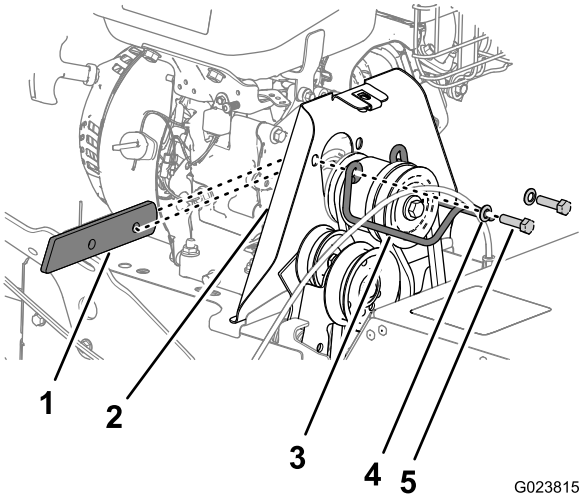

Figura 39
2. Rimuovete i 2 bulloni e le 2 rondelle che fissano il guidacinghia alla macchina e rimuovete il guidacinghia e il distanziale (Figura 39).
4. Allineate il distanziale tra il motore e lo schermo della puleggia e allineate i fori del distanziale, del motore e dello schermo (Figura 39).
5. Fissate la guida della puleggia alla macchina con i bulloni e le rondelle (Figura 39) rimossi al punto 2 di Rimozione della cinghia di trasmissione della spazzola (pagina 26).